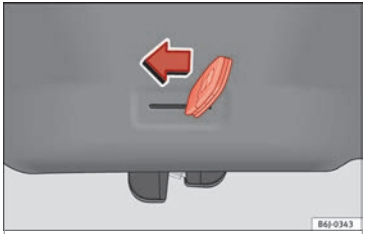

Fig. 168 Rear lid: emergency opening.
– Insert the key in the groove and unlock the locking system, turning the key from right to left, as shown by the arrow ››› **Fig. 168**.